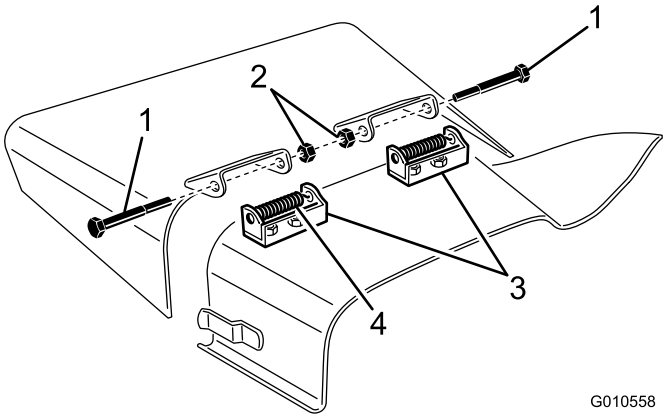

Figur 29
4. Fjern de to maskinskruer, låsemøtrikkerne og fjedrene, som fastholder græsdeflektorerne til akselbeslagene (Figur 29).
5. Akselbeslagene fjernes ved at fjerne bræddeboltene og møtrikkerne (Figur 29).